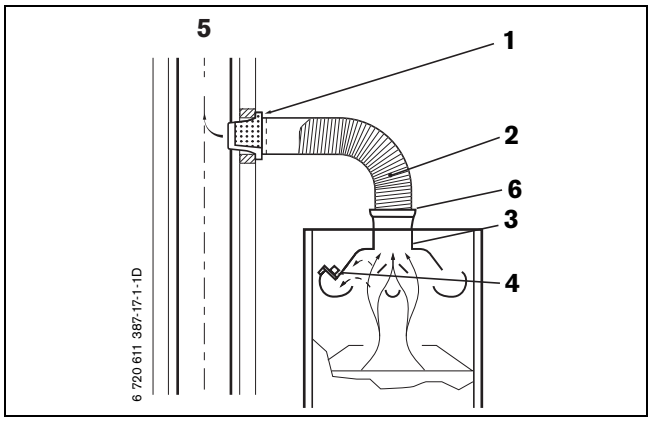

*Fig. 17*
**Légende pour figures 17 et 18:**